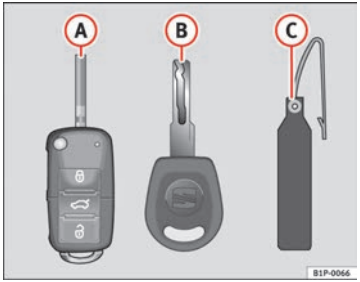

Fig. 44 Set of keys
- a remote control key ⇒ fig. 44 (A)
- a key without remote control (B),
- a plastic key tab* (C).